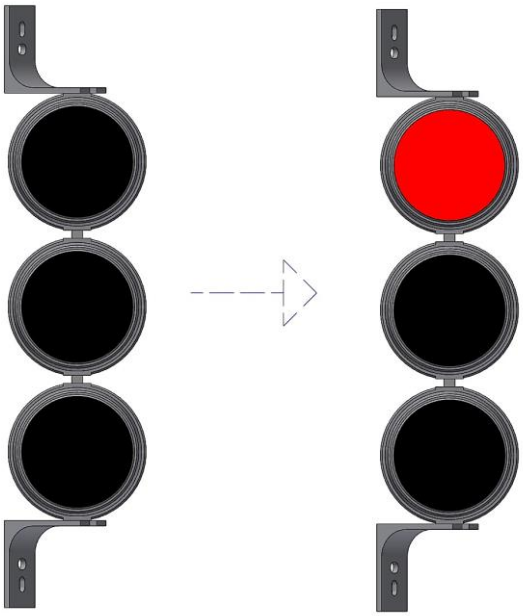

Rysunek 8-4
b. Na sygnalizatorze zaświeci się **lampa czerwona** – patrz **Rysunek 8-4 poniżej**.